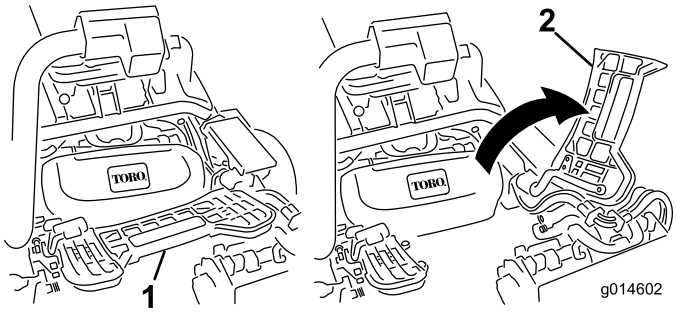

Figur 31
2. Hæv fodstøtten og vip den åben, så du får adgang til den midterste klippeenheds position (Figur 31).